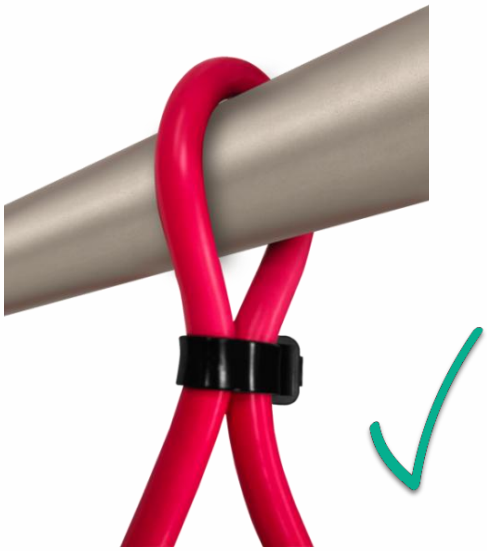

**Figure 1.1**
3. In practical applications, if the measured conductor is offset from the center of the Rogowski coil, tilted, or if the conductor size is disproportionate to the coil diameter, the measurement accuracy may be affected. When the conductor is only slightly tilted or off-center, the meter can still maintain acceptable measurement accuracy, but the error will increase accordingly. To achieve higher measurement precision, it is recommended to keep the measured conductor as perpendicular to the coil as possible and ensure it passes through the center of the coil. Figure 1.1 illustrates the recommended cable tie fixation method to minimize tilt.